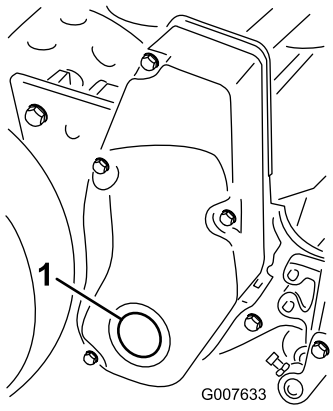

Figur 50
1. Ta bort locket till den högra cylinderdrivningens kåpa (Figur 50).